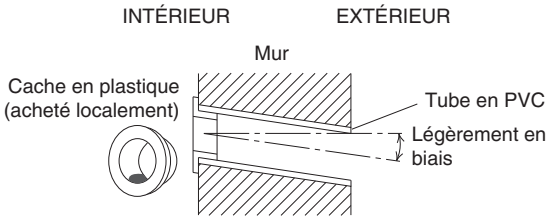

Fig. 3-9
(6) Mettre le cache en plastique sur l'extrémité du tube (pour le côté intérieur seulement) et insérer le tube dans le mur. (Fig. 3-9)